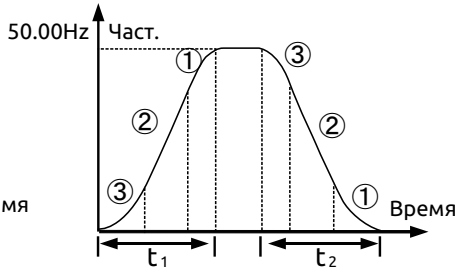

Рис. 7-2 S-образный профиль разгона/торможения
1: S-образный профиль. Выходная частота увеличивается или уменьшается по S-образной кривой (см. Рис. 7-2).
На Рис. 7-2 ③ обозначает участок кривой разгона в начале S-образного профиля, где уклон кривой выходной частоты плавно нарастает от нуля.
На Рис. 7-2 ② обозначает линейный участок S-образного профиля, где уклон кривой выходной частоты постоянен.
На Рис. 7-2 ① обозначает участок кривой торможения в конце S-образного профиля, где уклон кривой выходной частоты плавно снижается до нуля.